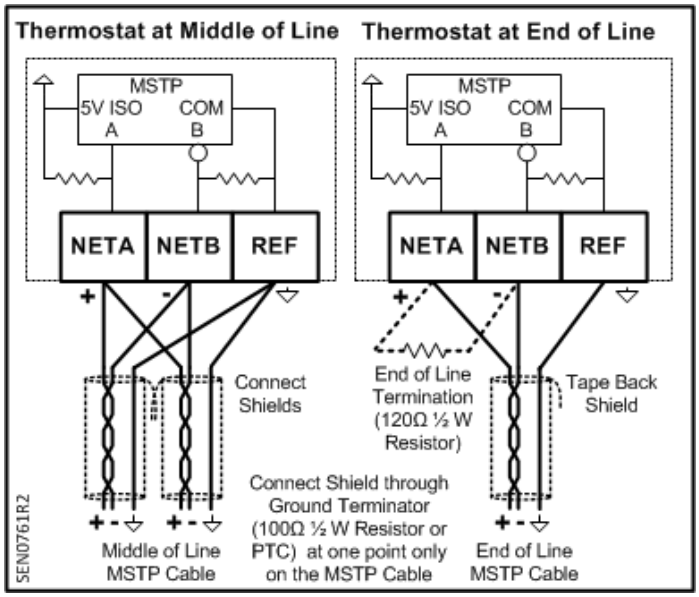

Figure 7. Wiring Schematic, MS/TP NET Port.
b. See Figure 7 for wiring thermostat at the middle of line (two MS/TP cables) or at the end of line (one MS/TP cable).